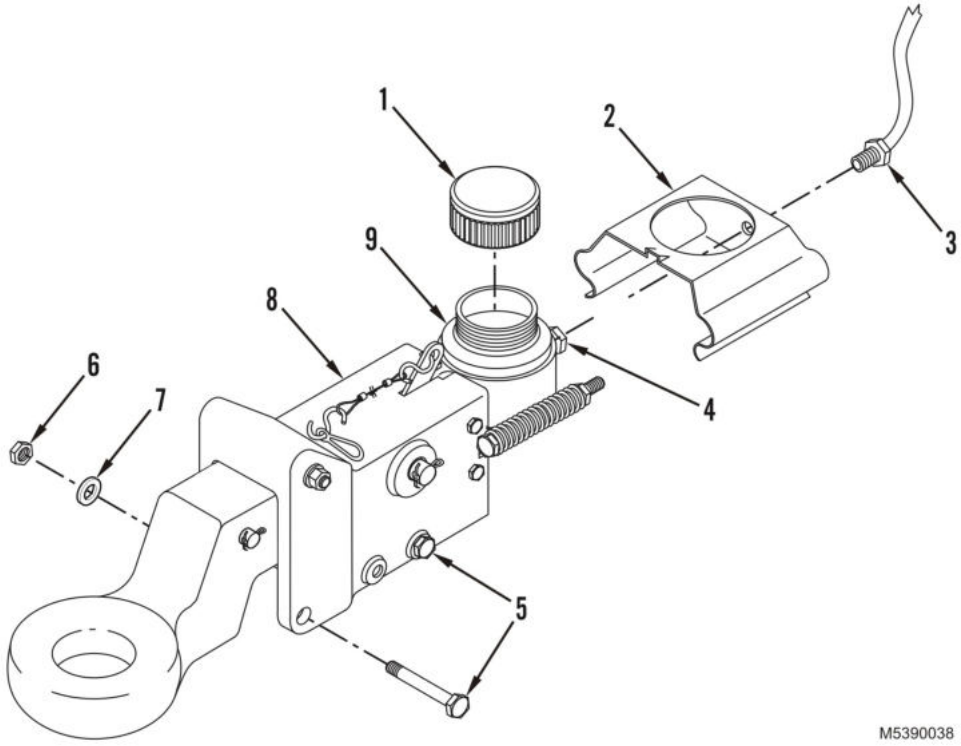

Figure 7. Hydraulic Brake Actuator Installation.
1. Position actuator assembly (Figure 7, Item 8) on trailer.
5/8 in. capscrew (Figure 7, Item 5) is installed in front bolt hole and 1/2 in. capscrew is installed in rear bolt hole.
2. Install two capscrews (Figure 7, Item 5), two washers (Figure 7, Item 7), and two new locknuts (Figure 7, Item 6) securing hydraulic actuator assembly to trailer. Torque capscrews to 105 lb-ft (142 N•m).
Master cylinder adapter (Figure 7, Item 4) requires a 12 mm wrench.
3. Remove temporary plug from flex brake line fitting end (Figure 7, Item 3).
4. Install flex brake line (Figure 7, Item 3) in master cylinder adapter (Figure 7, Item 4). Tighten flare fitting.
5. Remove cap (Figure 7, Item 1) from master cylinder (Figure 7, Item 9).
6. Install cover (Figure 7, Item 2) on master cylinder (Figure 7, Item 9). Then reinstall cap (Figure 7, Item 1) on master cylinder.